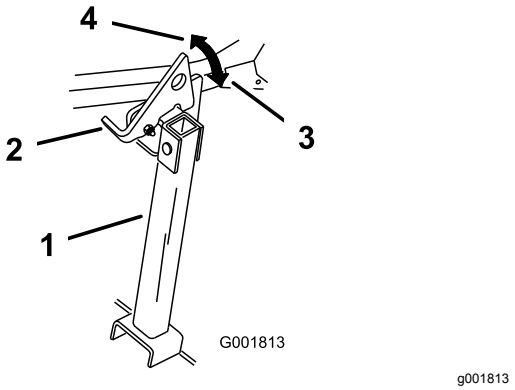

Figur 42
2. Lyft upp spärrhaken i fritt läge (Figur 42).